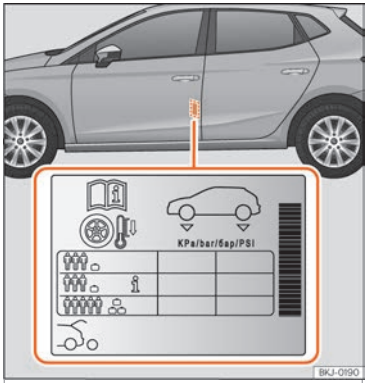

Fig. 196 Location of the tyre pressure sticker.
- Adjust tyre pressure to the load being carried by the vehicle ››› Fig. 196.
The tyre inflation pressures are listed on a sticker on the rear of the front left door frame ››› Fig. 196.
Depending on the vehicle, tyre pressure can be adjusted to medium load to improve driving comfort (tyre pressure **i** ››› Fig. 196). When driving with comfort tyre pressure fuel consumption may increase slightly.
The tyre pressure must be adjusted according to the load the vehicle is carrying. If the vehicle is going to carry the maximum load, the tyre pressure should be increased to the maximum value indicated on the sticker ››› Fig. 196.
In the case of a minimised temporary spare wheel (125/70 R16 or 125/70 R18), inflate to a pressure of 4.2 bar as indicated on the tyre pressure label ››› Fig. 196.
- The driver is responsible for ensuring that all of the vehicle tyres are correctly inflated to the right pressure. The recommended tyre pressure is indicated on the label ››› Fig. 196.
- When the tyres are cold, tyre pressure should be that indicated on the label ››› Fig. 196.